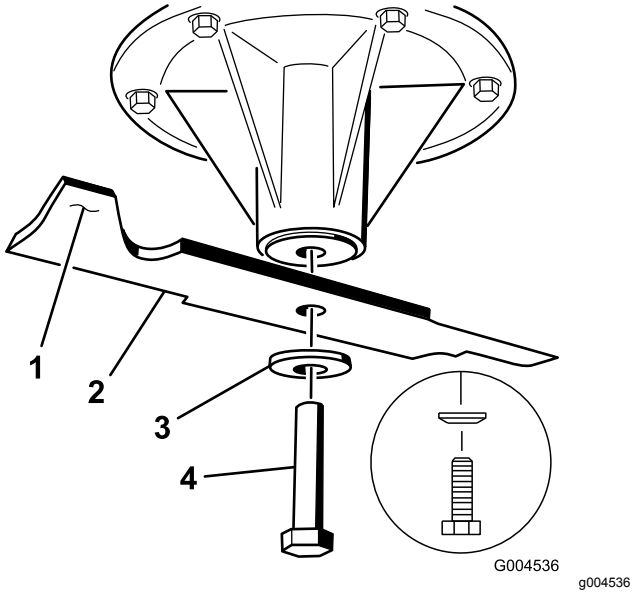
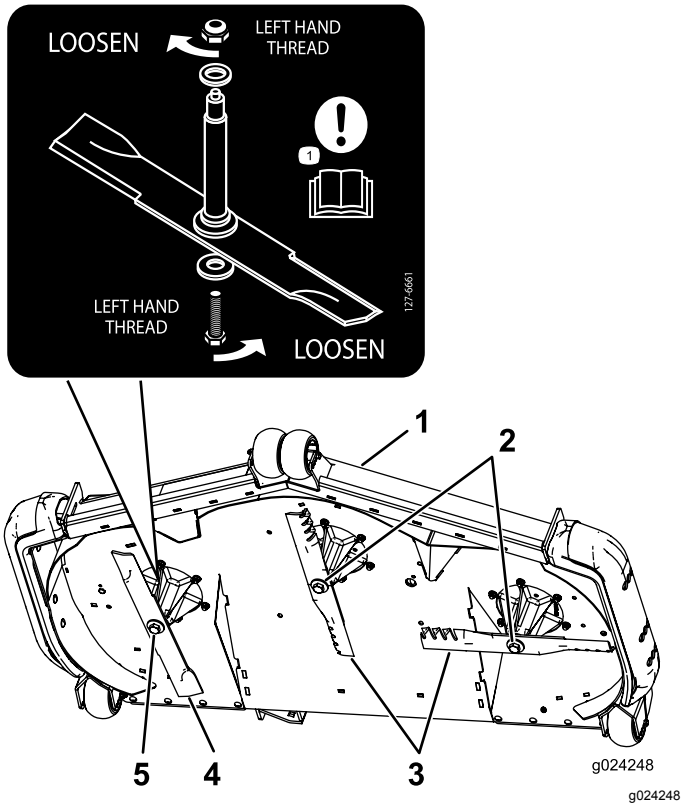

Figur 115
Figur 116
2. Avlägsna den vänstra och mittersta knivskruven, den böjda brickan samt kniven från spindelaxeln (Figur 115).
3. Avlägsna den högra knivskruven (den vänstergängade skruven), den böjda brickan samt kniven från spindelaxeln (Figur 115).
Obs: Anteckna knivtypen och var varje kniv är monterad. Se Figur 116 för rätt position.
Viktigt: **Den högra kniven på det här klippdäcket roterar moturs och har en vänstergängad knivskruv. Använd Figur 116 för rätt placering av gräsklipparknivarna.**
1. Montera den vänstra kniven och mittkniven, de böjda brickorna samt knivskruvarna på spindelaxlarna (Figur 115 och Figur 116).
Obs: Montera den böjda brickans kon mot bultens huvud (Figur 115).
2. Montera den högra kniven, den böjda brickan samt knivskruven (den vänstergängade skruven) på spindelaxeln (Figur 115 och Figur 116).